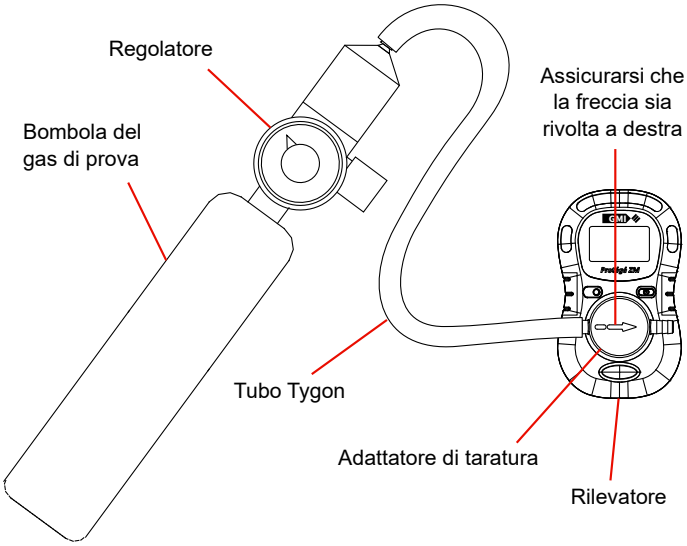

Figura 4-1: Verifica funzionale: adattatore di taratura collegato
4. Collegare l'adattatore di taratura al rilevatore e applicare il gas (vedere la Figura 4-1: Verifica funzionale: adattatore di taratura collegato).
NOTA: assicurarsi che l'adattatore di taratura sia montato sul rilevatore con la punta della freccia rivolta verso destra (vedere la Figura 4-1: Verifica funzionale: adattatore di taratura collegato).